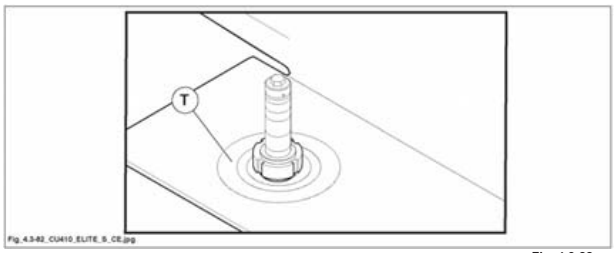

Fig. 4.3-82
Per ottenere il foro più piccolo possibile, utilizzare gli anelli di riduzione (T fig. 4.3.82 forniti a corredo).
Prima di effettuare qualsiasi operazione togliere l'alimentazione elettrica e scollegare il cavo di alimentazione (presa T fig. 4.3-82-1) dalla spina (S fig. 4.3-82-1).
- Sbloccare il pomello (A fig. 4.3-82-1).
- Sollevare l'albero toupie fino alla massima altezza, ruotando il volantino (B fig.4.3.82.1).
- Sollevare la leva (M fig. 4.3-82-1) (agisce su un micro che impedisce l'avviamento del motore).